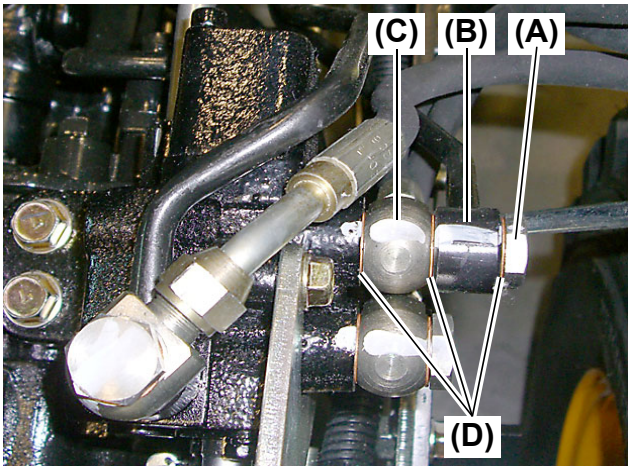

Fig. 9
- For the implement control valve version, the pipe has been tightened together with the hydraulic hose of the implement control valve **(Fig. 9, (C))**.
- **When installing, replace the three (3) copper seals (Fig. 9, (D)) with new ones.**